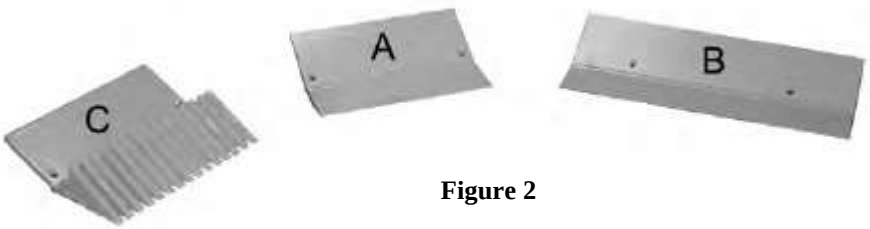

Figure 2
b) The Roof Remover Attachment is available with several different blade options (Figure 2):